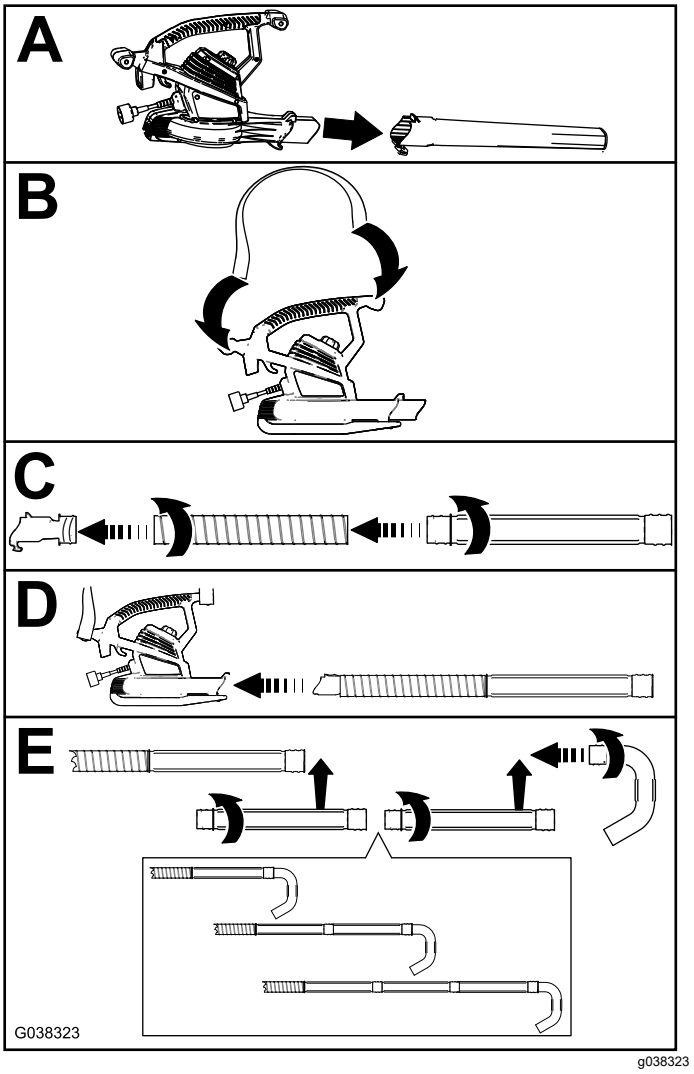

Figur 3
4. Monter den bøyelige slangen og forlengelsesslangene i kragen, som vist i C og E i Figur 3.